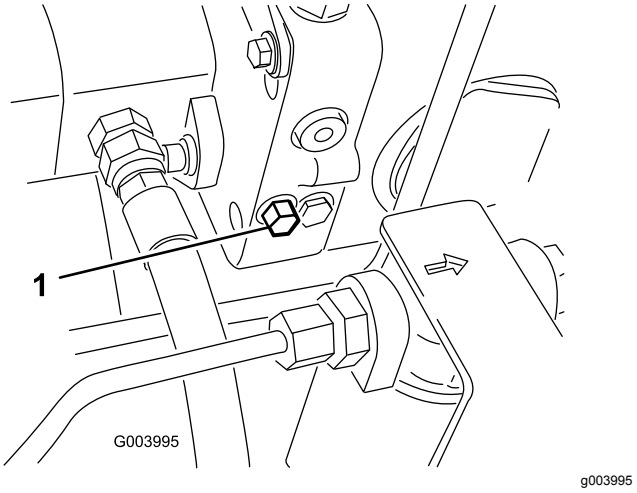

Figur 75
1. Vri omløpsbolten halvannen omdreining for å åpne den, og la oljen gå utenom internt (Figur 75).